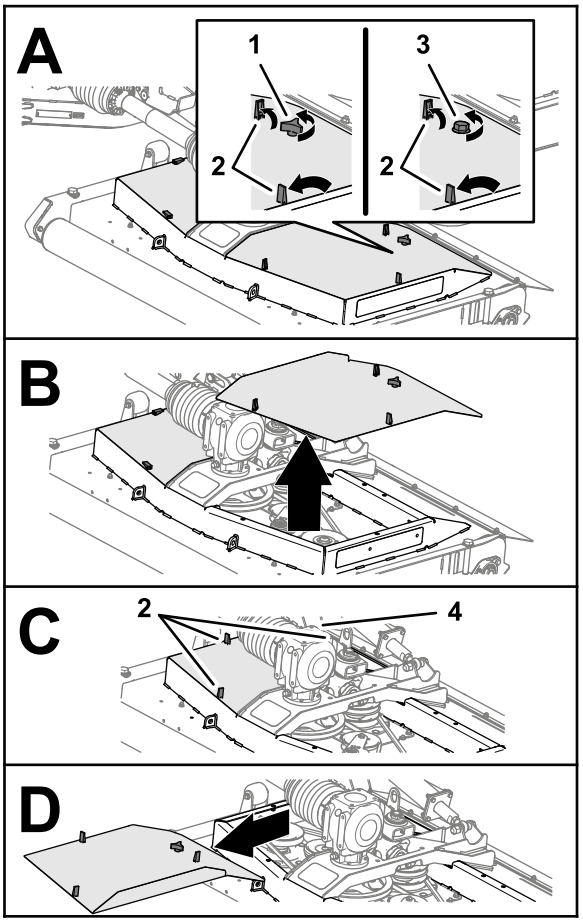

Figur 46
1. Frigör de tre spärrarna som fäster klippdäckets kåpa (Figur 46).
2. Lossa vredet eller skruven (CE-klippdäck) som fäster klippdäcksskyddet på klippdäcket (Figur 46).
4. Upprepa steg 1 och 2 för den andra kåpan (Figur 46).